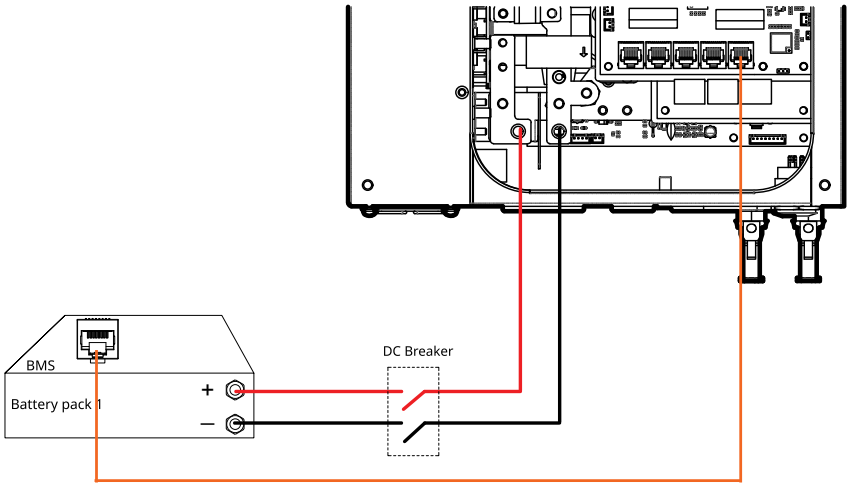

Figure 2.8 Battery Connection Schematic Diagram
- Select recommended drill bit, drill 4 holes 52-60 mm deep at marked positions (see Fig.2.8). Hammer expansion bolts into holes, fix rear cover onto bolts and tighten screws.
As shown in Figure 2.8, connect the BMS interface of the BAT_PACK battery pack to the BMS communication port of the unit. For the communication cable pin definitions, refer to Appendix 1. (In actual wiring practice, the BMS communication cable and the battery power cables shall be routed separately from their respective ports; this schematic diagram is intended for illustrative purposes only to indicate the connection locations.)